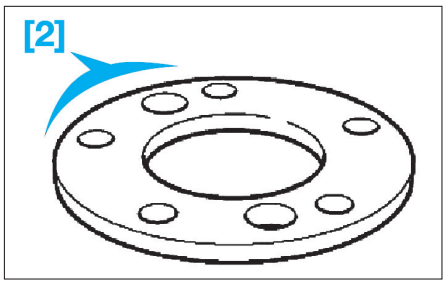

Fig. 53
- [2]. Rondelle d'écartement (réf BMW : 33 2 160) **(Fig.53)**.